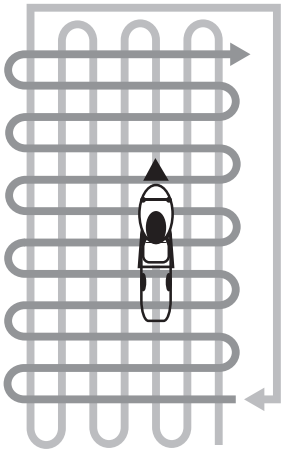

Рис. 8 Схема перпендикулярного кошения
5. При кошении в тяжелых условиях (п.3,4) рекомендуется проводить повторный покос с меньшей высотой скашивания. На Рис. 8 представлена схема движения газонокосилки при выбросе травы в травосборник.